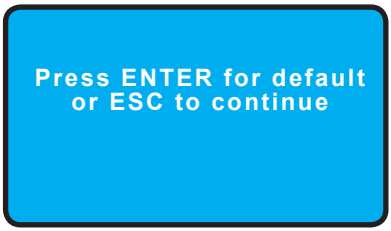

Abb.17
- Halten Sie die Taste < ESC > gedrückt und stecken Sie den Netzstecker wieder ein. Warten Sie bis die Reset-Anzeige auf dem Display erscheint (Abb. 17).